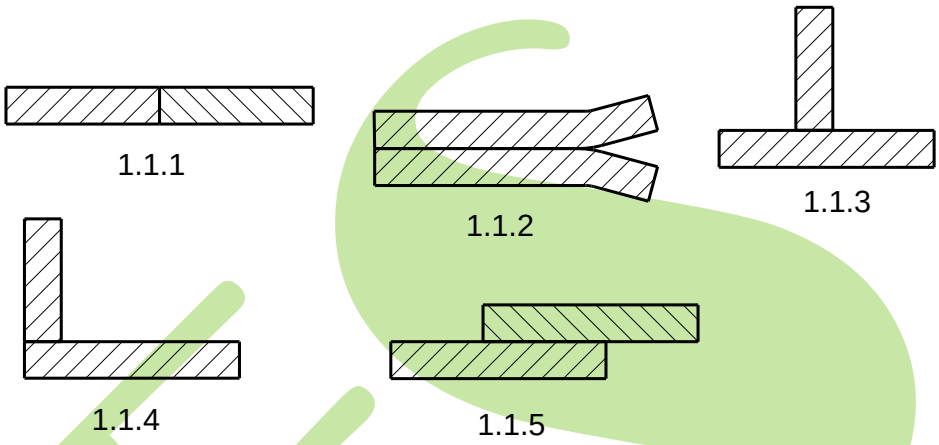

FIGUUR 1 (5)
1.1 Noem die tipes sweislaste wat in FIGUUR 1 gewys word. Skryf slegs die antwoord langs die vraagnommers (1.1.1 – 1.1.5) op die TEKENBLAD.